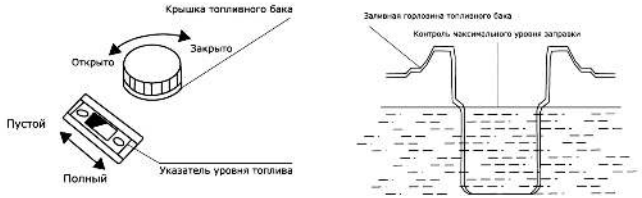

Рис. 1
- Извлеките масляный щуп. Протрите его чистой ветошью. Вставьте щуп обратно (Рис. 1).